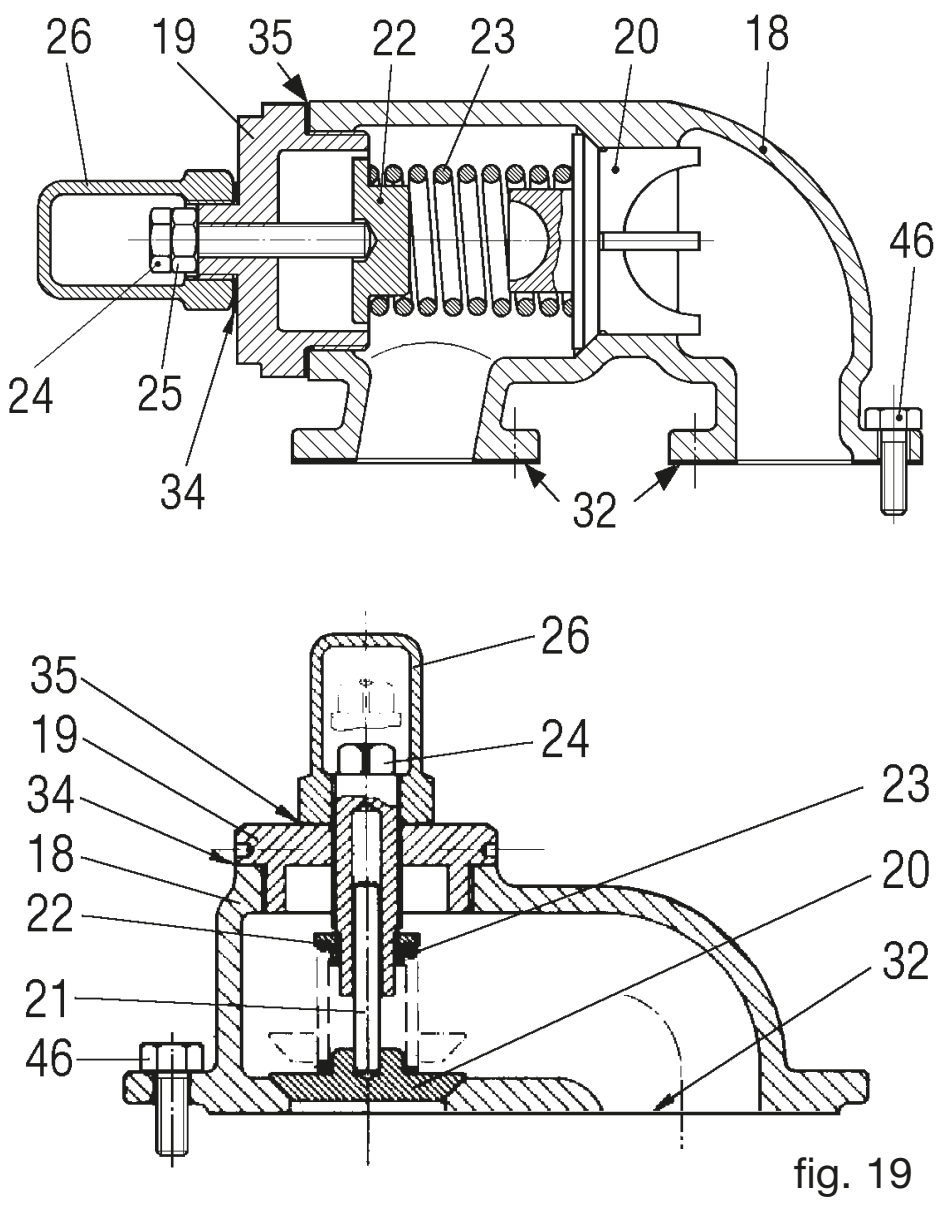

fig. 19
11.13 Démontage de la soupape de sécurité (fig. 19)